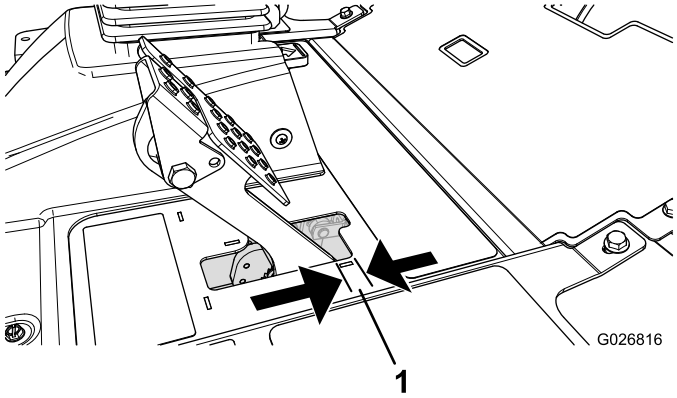

Figur 68
Justera bromsarna om bromspedalen har mer än 2,5 cm fritt spel (Figur 68) eller om större fasthållningskraft krävs. Det fria spelet är det avstånd bromspedalen förflyttar sig innan bromsmotståndet känns av.
2. Dra åt den bakre muttern så att vajern förs bakåt tills bromspedalerna har ett spel på 6.3–12.7 mm(Figur 68) innan hjulen låses.